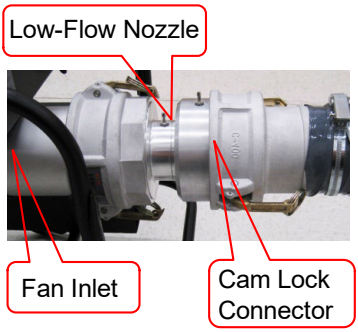

Figure 9. Negative Pressure, Low-Flow Set-Up
d. For negative pressure, low-flow testing, add the low-flow nozzle to the blower inlet if it is not installed. Then, connect the gray cast aluminum cam lock connector to the low-flow nozzle per Figure 9. Close both cam lock arms at the same time to ensure proper fit.